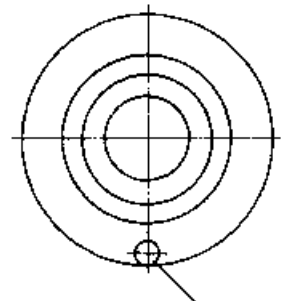

Fig. 3
* Allow the wheel to oscillate to find the center of gravity which is then marked "S" with chalk (Fig. 3)